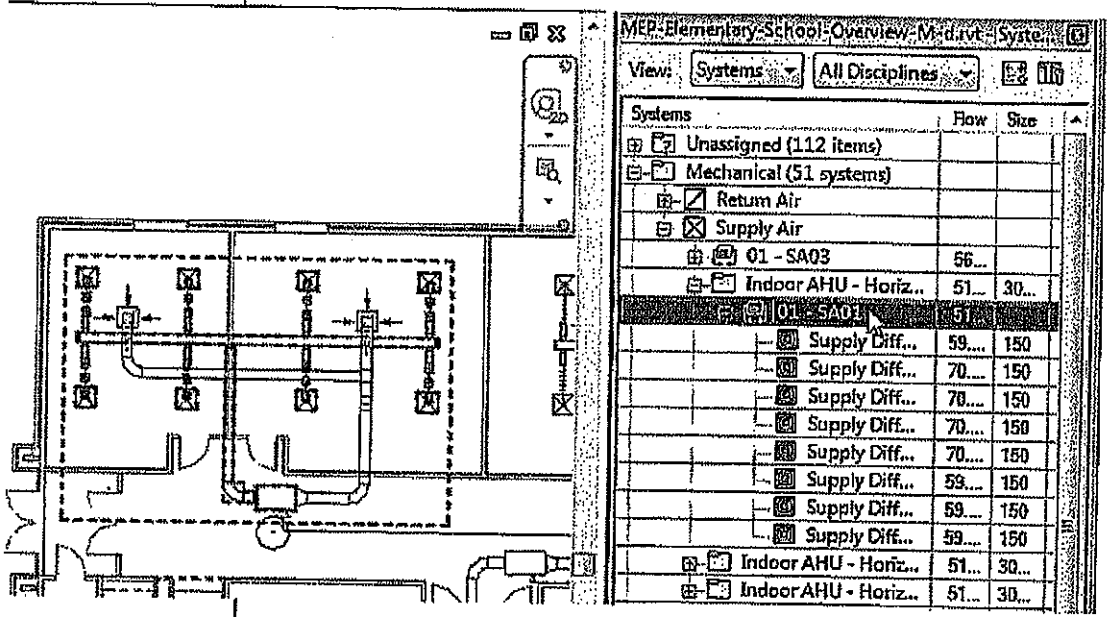

Figure 5–61
8. In the System Browser, select the associated system as shown in Figure 5–61. The system highlights instead of just the one air terminal. (The system varies according to the air terminal you selected earlier.)